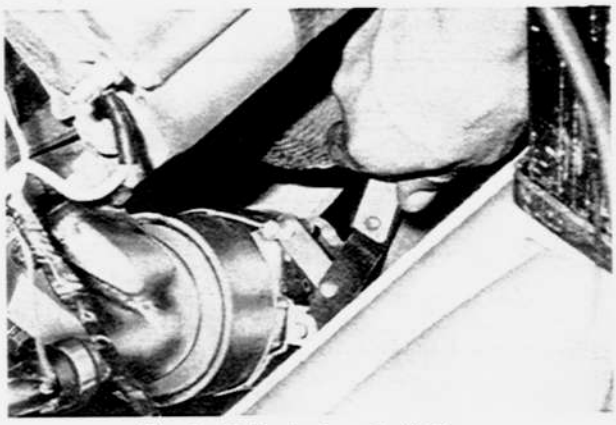

Fig. 2–10 Replacing of oil filter
1. Remove the oil filter cartridge with a wrench as shown in Fig. 2–10.